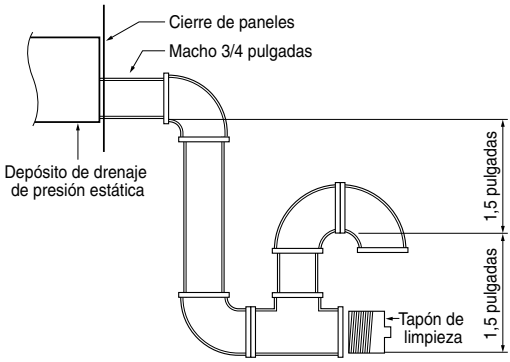

Figura 4
Cumpla la normativa local y las prácticas habituales para instalación tuberías instalar la línea de drenaje. Coloque en la línea un paso descendente, separado de la unidad, y evite los tramos en horizontal. Véase la Figura 4.
3) Remítase a la Figura 4 para conocer las localizaciones de acceso eléctrico suministradas en la unidad.